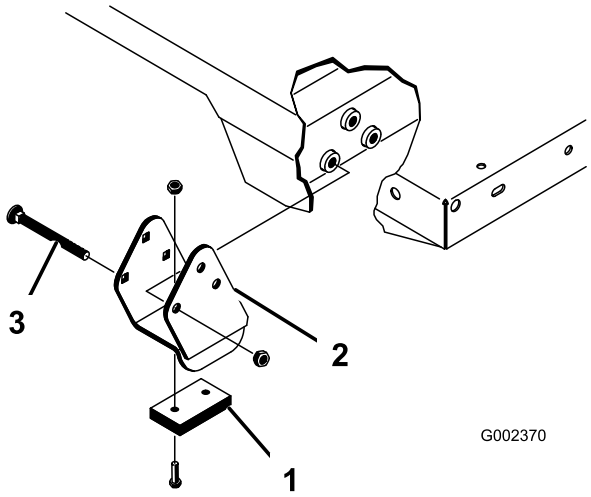

Figura 36
Nota: Certifique-se de que os suportes dos espaçadores e os bloqueios contra desgaste (Figura 36) foram instaladas na cabeça das porcas no interior da máquina.
2. Coloque a plataforma com cuidado no chassis, alinhando os orifícios posteriores da placa de articulação da plataforma com os orifícios do chassis traseiro e coloque (2) pinos de segurança e pinos de sujeição (Figura 36).
3. Depois de baixar a plataforma, fixe as extremidades da haste do cilindro às respectivas ranhuras nas chapas de montagem da plataforma com um passador de forquilha e um pino de sujeição. Introduza o passador de forquilha na parte exterior da plataforma com o pino de sujeição virado para fora (Figura 36). As ranhuras posteriores são utilizadas na instalação da plataforma completa e as ranhuras frontais para a instalação da plataforma 2/3.